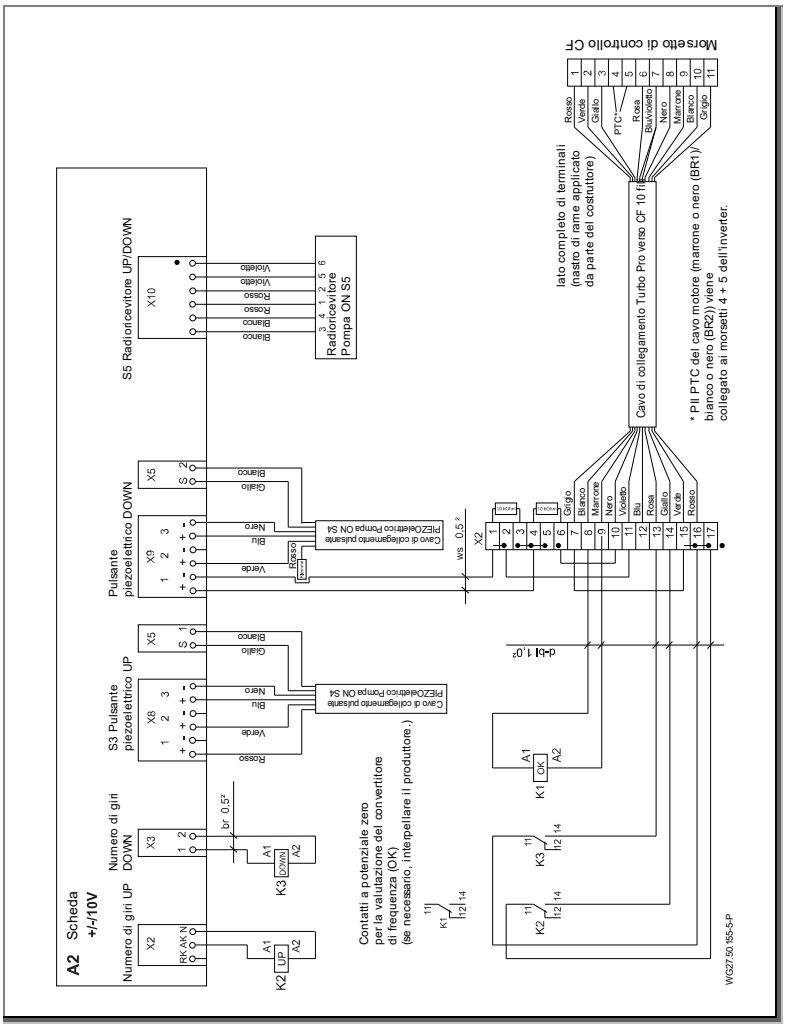

Fig. 18
14. Cablare i fili per il PTC (marrone o nero (BR1)/bianco o nero (BR2)) in base allo schema elettrico. Vedere "Fig. 18" a pagina 37.